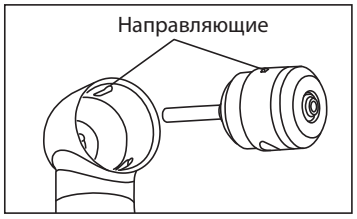

Рис. 8
5) Совместите направляющие и вставьте новый картридж. (Рис. 8)